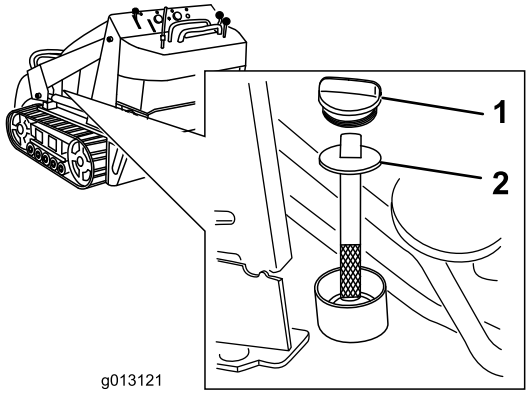

Figur 17
5. Gör rent omkring påfyllningsröret och hydraultanklocket (Figur 17).
6. Ta loss locket från påfyllningsröret och kontrollera oljenivån på oljestickan (Figur 17).